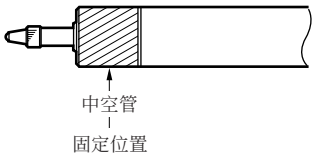

**图 1. 安装固定位置**
- 安装长度测量元件时，请务必夹住中空管。其它部分也必须夹住时，请避开名牌标签部 (内置头部分) 及其附近。(图 1)